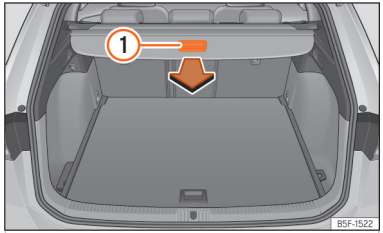

Abb. 182 Im Gepäckraum: Abdeckung ausziehen.
- Ziehen Sie gleichmäßig die Abdeckung am Haltegriff ››› **(Abb. 182)** (1) heraus, bis diese hörbar einrastet.